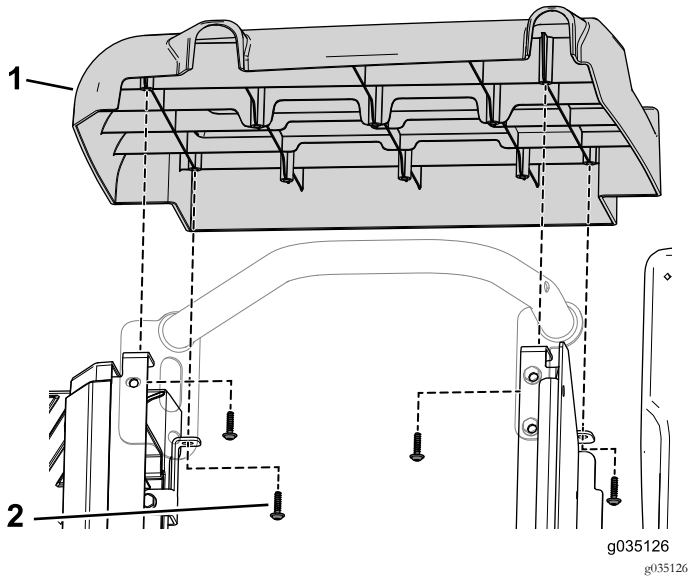

Figuur 54
3. Verwijder de 4 zelftappende schroeven waarmee de rechterkap aan de machine is bevestigd (Figuur 54).